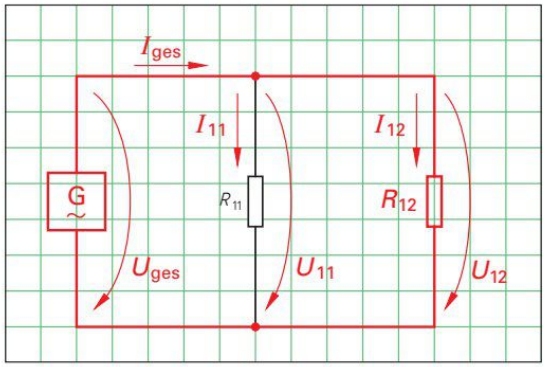
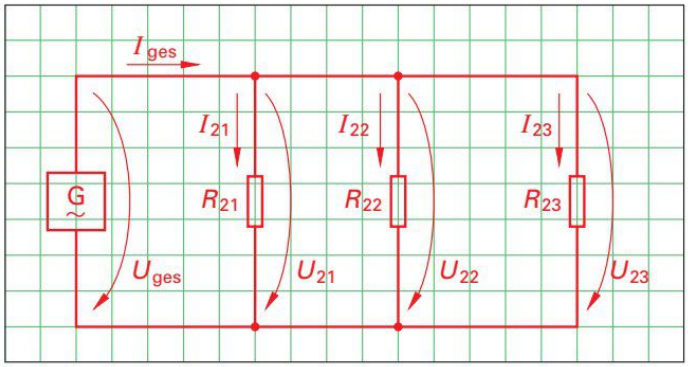

Bild 3: Stromkreis 1 mit R_{11} und R_{12}
Bild 4: Stromkreis 2 mit R_{21}, R_{22} und R_{23}
6. Zeichnen Sie für jeden Stromkreis **(Bild 3, Bild 4 und Bild, folgende Seite)** den elektrischen Schaltplan mit Spannungsquelle, Leitungen, Widerständen. Bezeichnen Sie dabei alle Widerstände und tragen Sie die Gesamtspannung, die Teilspannungen, den Gesamtstrom und die Teilströme in den jeweiligen Schaltplan ein.
Zur Analyse der Stromkreise sollen für Stromkreis 1 und Stromkreis 2 **(Bild 3 und Bild 4, Seite 36)** jeweils folgende Größen berechnet werden **(Tabelle)**: